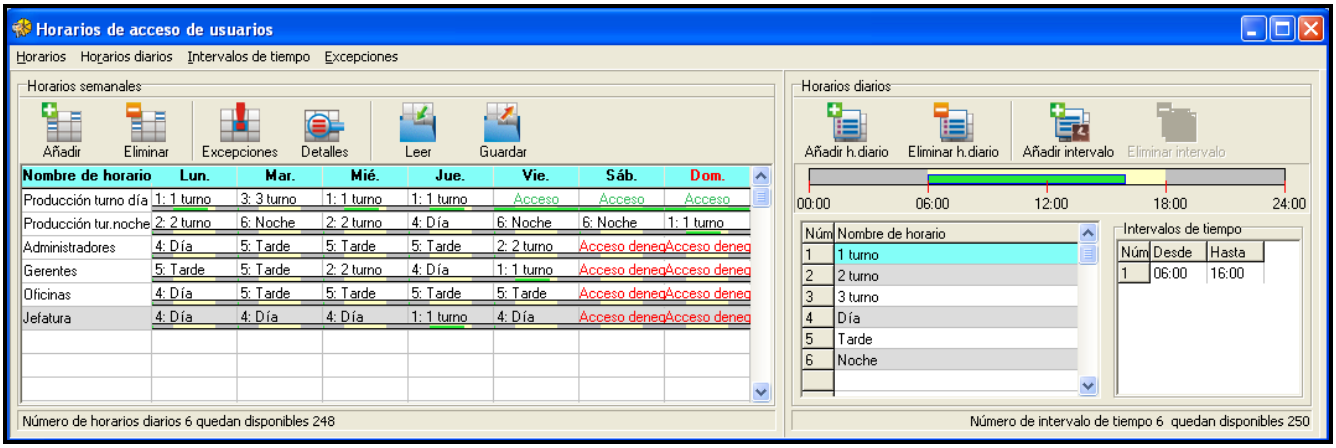
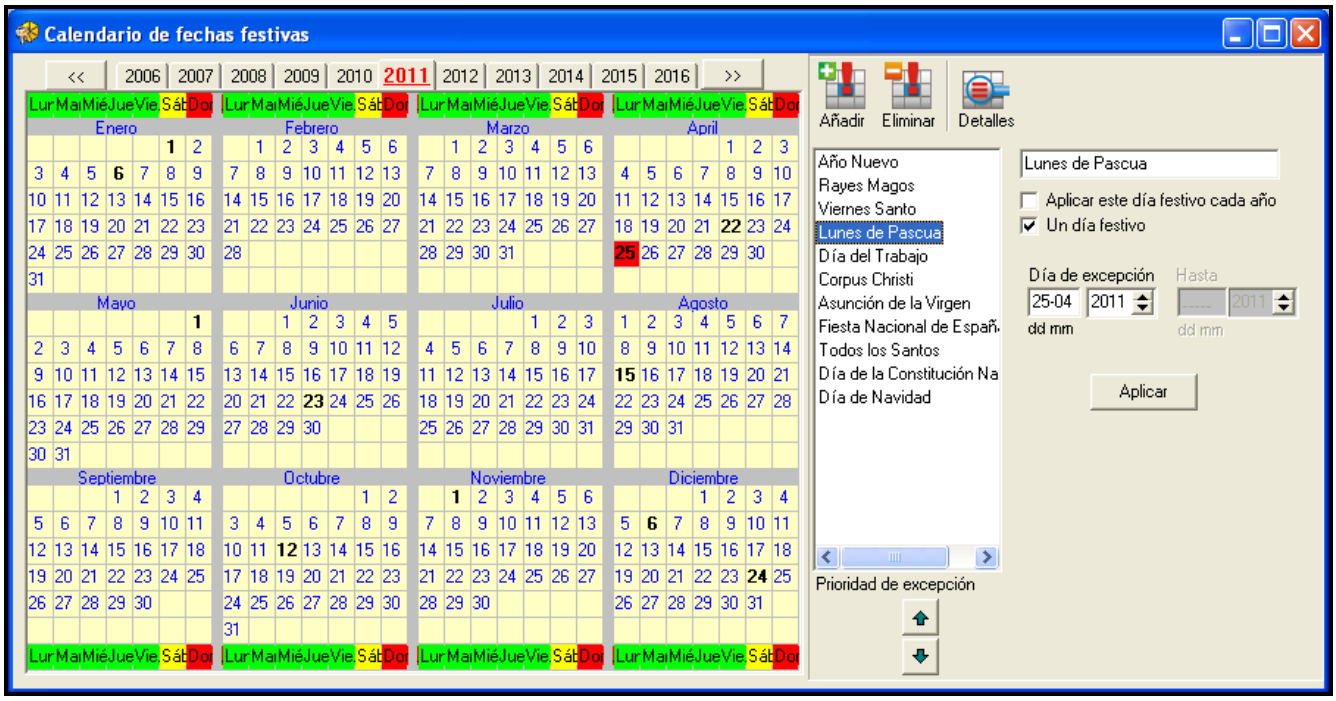

Fig. 31. Ventana con horarios de acceso.
Fig. 32. Ventana con el calendario de fechas festivas.
1. Hacer clic con el puntero del ratón sobre el botón designado HORARIOS disponible en la barra de menú del programa (ver: fig. 22). La ventana HORARIOS DE ACCESO DE USUARIOS se abrirá (ver: fig. 31).
1. Hacer clic con el puntero del ratón sobre el botón designado EXCEPCIONES disponible en la ventana HORARIOS DE ACCESO DE USUARIOS (ver: fig. 31). La ventana CALENDARIO DE FECHAS FESTIVAS se abrirá (ver: fig. 32).